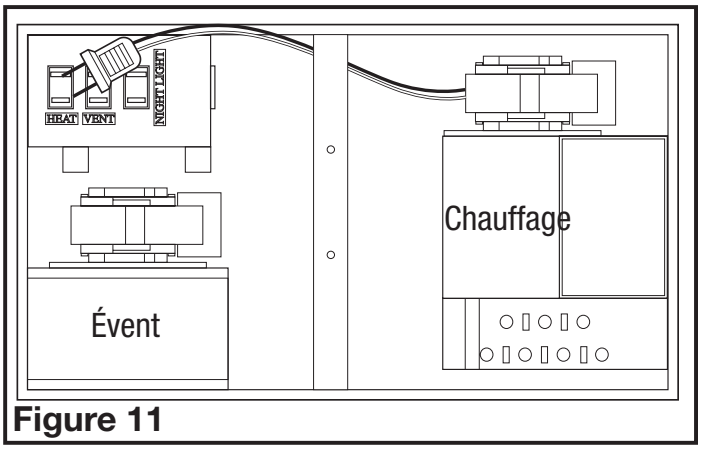
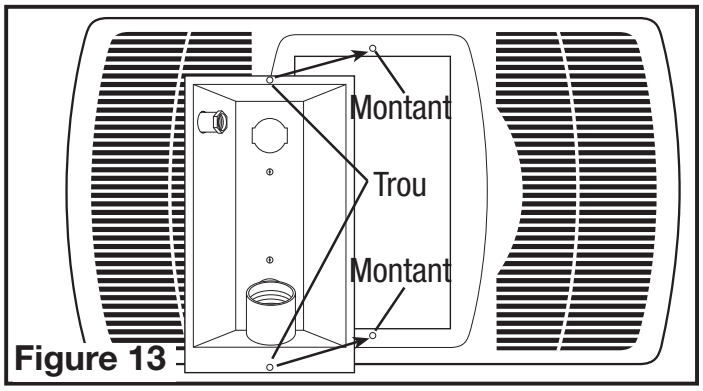

Figure 11
Figure 13
1. Insérer la fiche provenant de l'unité de chauffage dans le réceptacle marqué « CHAUFFAGE (HEAT) », et la fiche venant du ventilateur dans le réceptacle marqué « VENT » **(Figure 11).**
3. Installer le réflecteur de lumière dans la grille en alignant les montants sur la grille avec les trous dans le réflecteur de lumière **(Figure 13).** Soulever le réflecteur de lumière et la grille jusqu'au châssis et insérer la fiche de la lumière dans le réceptacle marqué « LUMIÈRE (LIGHT) » (situé sur le côté du compartiment de câblage) et insérer la fiche de la lampe de nuit dans le réceptacle marqué « LAMPE DE NUIT (NIGHT LIGHT) » **(Figure 11).**